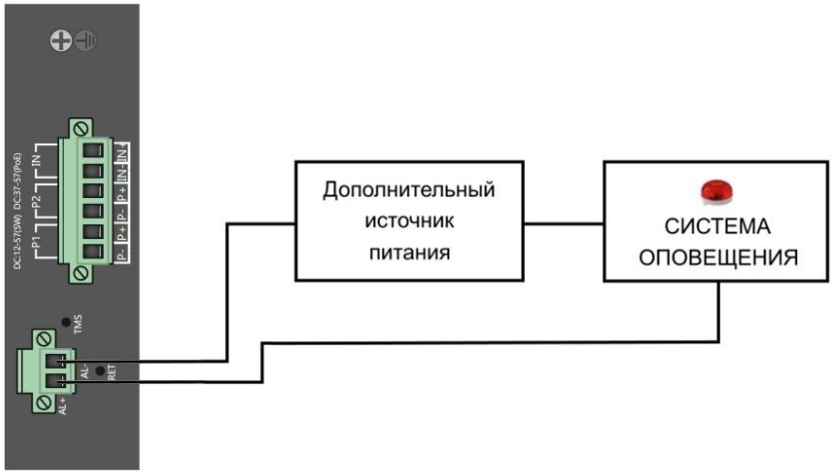

Рис.9 Схема подключения системы оповещения к коммутаторам SW-80804/ILS(port 90W 300W) и SW-80804/ILS(port 90W 720W)
Коммутаторы SW-80804/ILS(port 90W 300W) и SW-80804/ILS(port 90W 720W) имеют релейный выход типа сухой контакт (NO) для включения системы тревожного оповещения. Релейный выход поддерживает управление исполнительными устройствами (сирена, светодиодное табло и т.д.) мощностью не более 24 Вт. Напряжение источника питания, подключенного к релейному выходу, не должно превышать 24 В постоянного тока. Ток, проходящий через реле, не должен превышать 1 А (Рис.9).